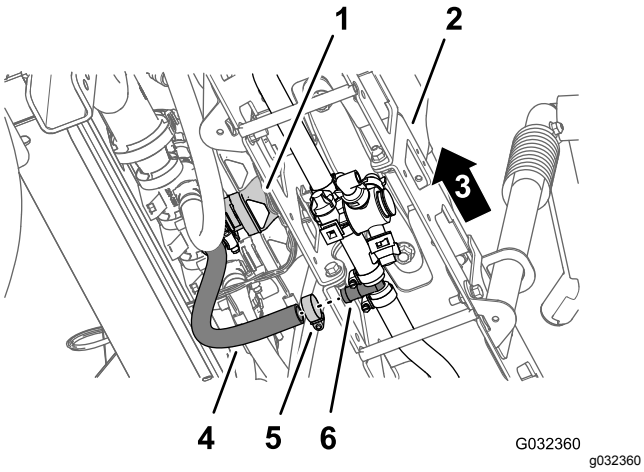

Figur 48
5. Ta bort slangklämman under centersprutramps-sektionen som fäster sprutrampssektionens tillförselslang till T-kopplingen med hulling (Figur 48).